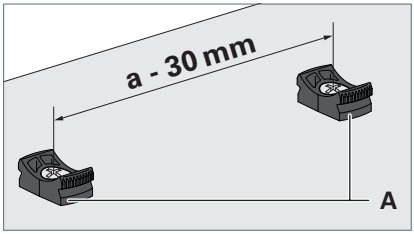

Fig. 3: Mounting the fastening elements.
- ▶ Mount the fastening elements **A** to the mounting surface in parallel to each other using suitable screws, see Fig. 3.